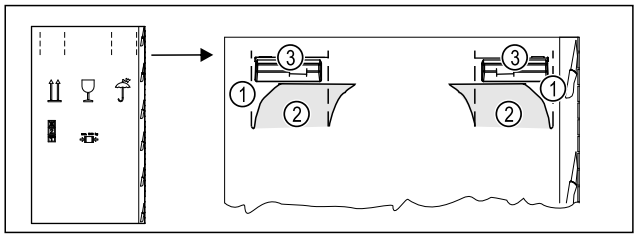

Fig. 4
- ▶ Press the packaging cardboard into the perforation *Fig. 4 (1)* at the top.
- ▶ Pull out any tabs *Fig. 4 (2)* that have been pushed in.
- ▷ Carrying handle *Fig. 4 (3)* visible on the right and left.
- ▶ Hold the appliance by the carrying handles *Fig. 4 (3)*.